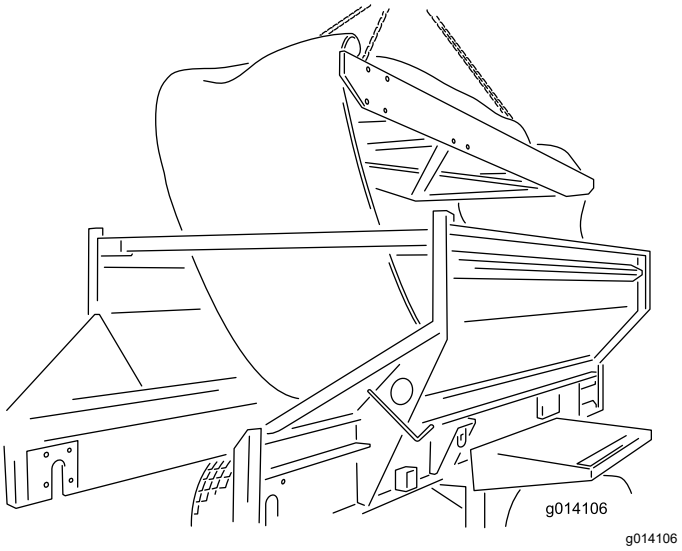

Figur 55
24. Avlägsna patronen genom att lyfta ut den från maskinens ovansida. Placera den på marken (Figur 55)